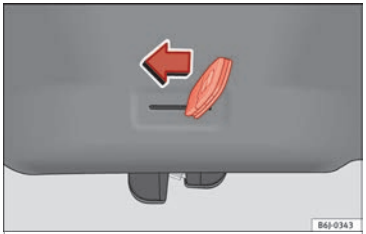

Fig. 4 Unlocking the rear lid manually.
• Insert the key in the groove and unlock the locking system, turning the key from right to left, as shown by the arrow ››› Fig. 4.